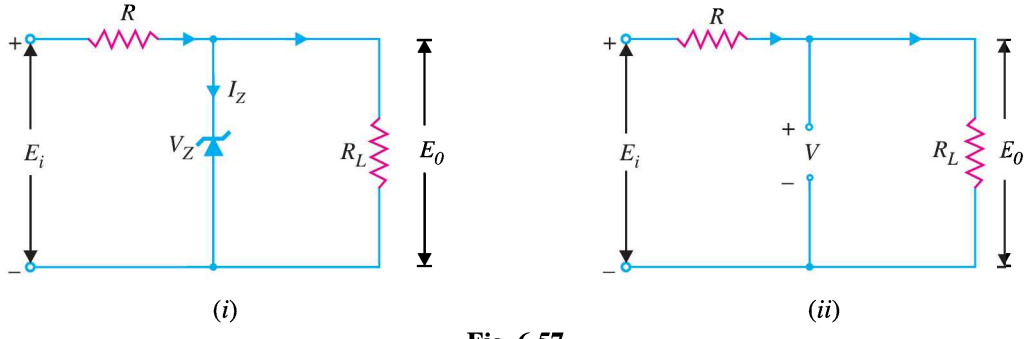

Fig. 6.57
1. E_i and R_L fixed. This is the simplest case and is shown in Fig. 6.57 (*i*). Here the applied voltage E_i as well as load R_L is fixed. The first step is to find the state of zener diode. This can be determined by removing the zener from the circuit and calculating the voltage V across the resulting open-circuit as shown in Fig. 6.57 (*ii*).